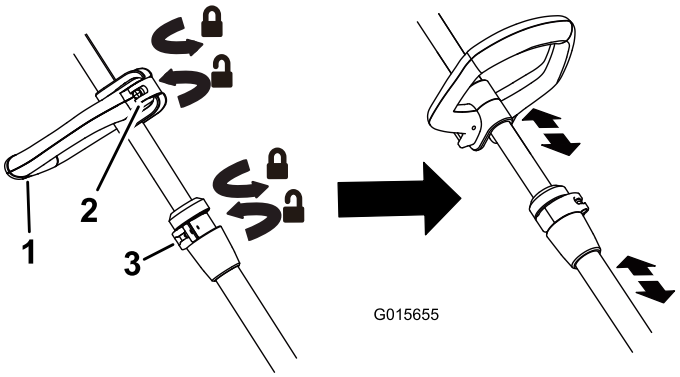

**Figura 3**
- Para ajustar la altura de la empuñadura, abra la palanca del pestillo, deslice la empuñadura hacia arriba o hacia abajo hasta la altura deseada y cierre la palanca del pestillo (Figura 3).
- Para ajustar la altura de la desbrozadora, abra la palanca de ajuste y deslice el mástil hacia arriba o hacia abajo a la altura deseada, luego cierre la palanca (Figura 3).